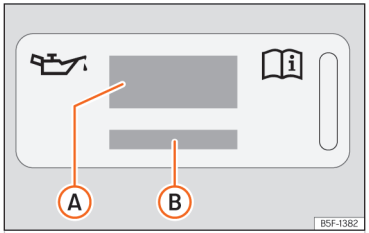
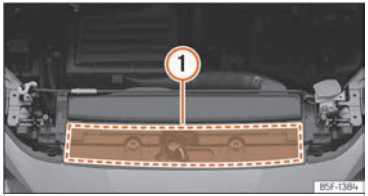

Fig. 212 In the engine compartment: engine oil label
Fig. 213 In the engine compartment: area where the engine oil label is located
Key to ››› Fig. 212:
If the engine oil has to be topped up, use one of the oils shown on the label ››› Fig. 212. The label with the prescribed standard is located at the front of the engine compartment ››› Fig. 213 ①. If you use the recommended engine oil, you can top up the oil as often as necessary.
- **If the label showing the engine oil specifications is missing ››› Fig. 212, please contact a specialist workshop.**